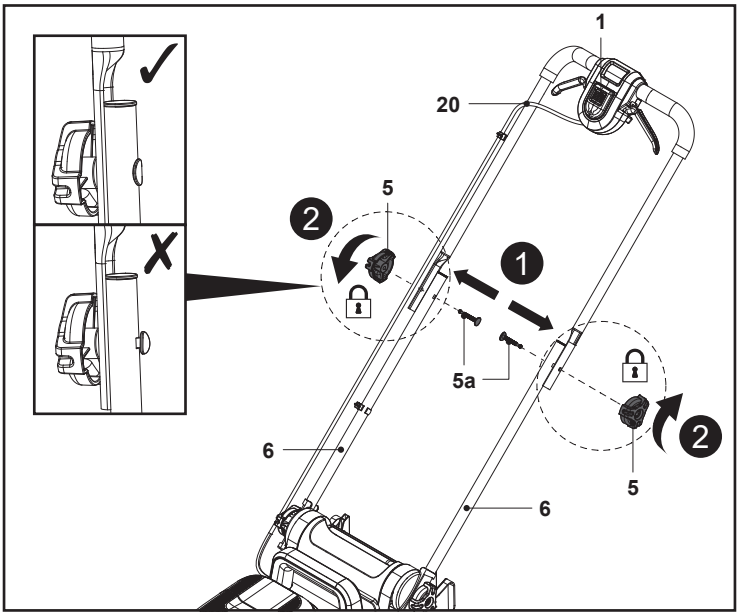

**Fig. 3**
1. Sujete la barra superior del manillar (4) con el botón del interruptor de seguridad (1) orientado hacia arriba.
2. Alinee los orificios de montaje de la barra superior del manillar (4) y las barras inferiores del manillar (6)
3. Pase el perno de montaje (5a) a través de los orificios de montaje en el extremo (Fig. 3, paso 1).
4. Asegure la barra superior del manillar (4) con la barra inferior del manillar (6); para ello, gire el mando de bloqueo (5) hacia la derecha en la rosca del perno de montaje (5a) para apretarlo (Fig. 3, paso 2).
5. Asegúrese de que el cable de control (20) pasa por la parte superior de la barra superior del manillar (4) y la barra inferior del manillar (6).